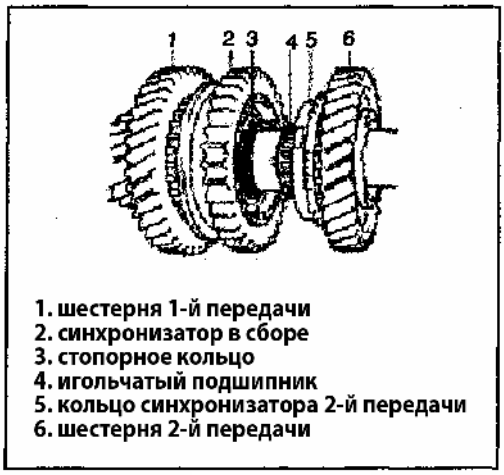

Рис. 386
8) Установите стопорное кольцо, игольчатый подшипник, нанесите смазочный материал на подшипник, затем установите кольцо синхронизатора 2-й передачи и шестерню 2-й передачи (Рис. 386).